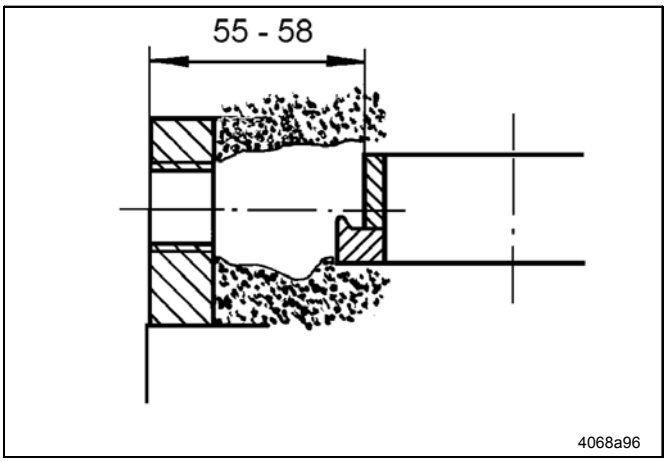

рис. 5 Прочищение отверстия от консистентной смазке
- Если насос заполнен консистентной смазкой, то, например, с помощью чистой отвертки прочистить отверстие до эксцентрика (рис. 5).